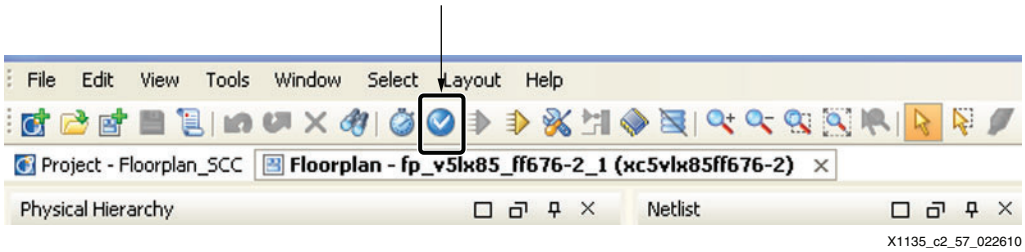

Figure 3-47: **Checkmark Button**
1. From the Tools menu, select **Run DRC**. Alternatively, click the checkmark button on the top toolbar (see Figure 3-47).